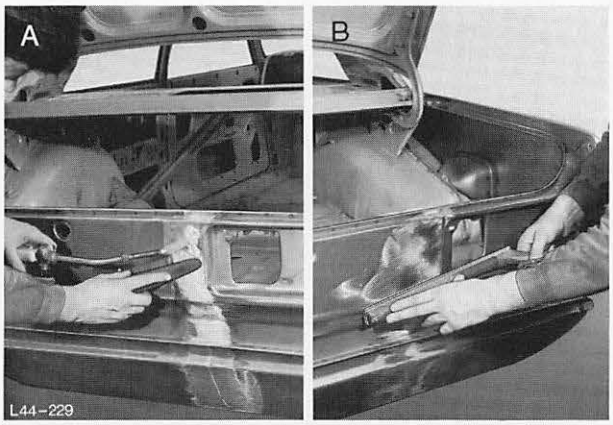

Abb. 244 A = Verbindungsnaht verschwemmen
16. Verbindungsnaht – Rückwandblech und Schürze verzinnen und verschwemmen. Schwemmstelle bearbeiten, Abb. 244/245.